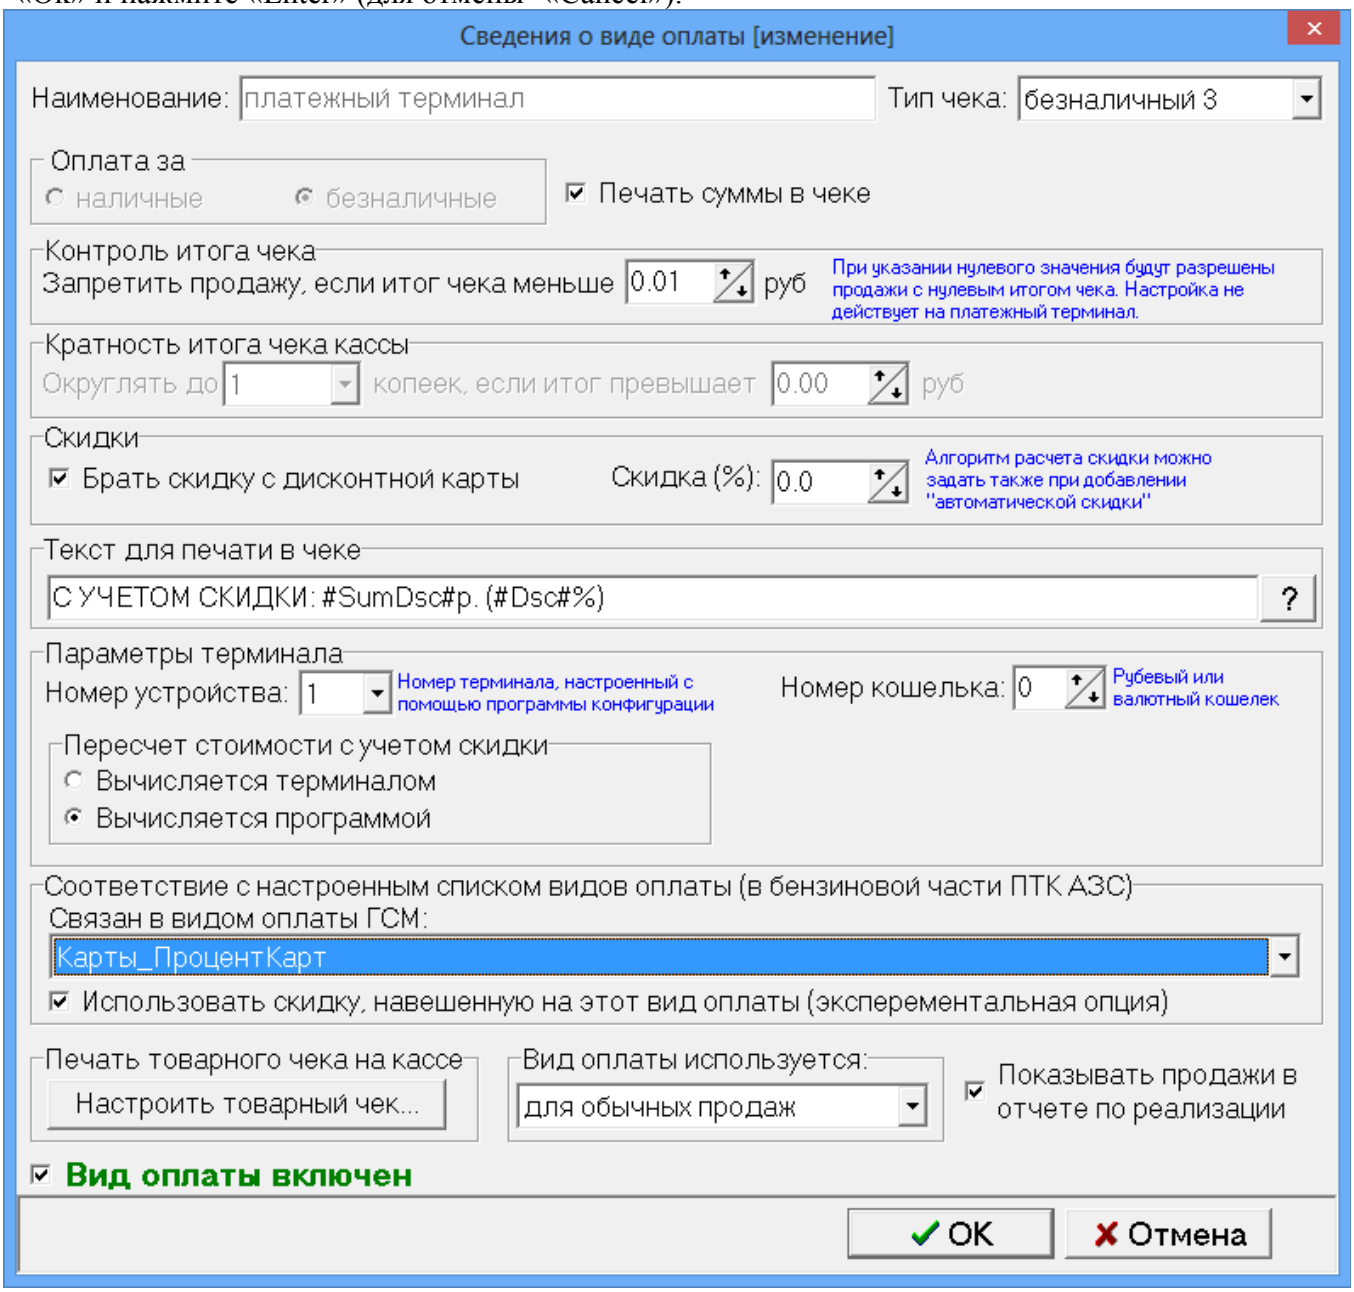

Рис. 24
Например, в терминале пластиковых карт Petrol Plus в таблице соответствий порядковый номер строки рублевого кошелька — 1(код товара - 0), значит номер кошелька надо задать – 0. Этот номер (0) надо ввести и в окне «Сведения о виде оплаты (Изменение)» («Магазин\Виды оплаты и скидки» выделить вид оплаты «платежный терминал» и нажать кнопку «Изменить») в поле «Номер рублевого кошелька» задать – «0» (рис.24).
В открывшемся окне (рис.24а) создайте нужную Вам форму товарного чека, вводя дополнительные переменные из Перечня допустимых переменных (напрмер, **<#CardNum>**).
Рис.24а